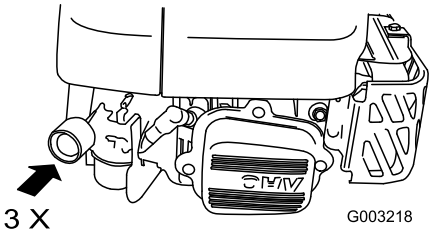

Figur 18
1. Snapsa genom att trycka in knappen ordentligt med tummen tre gånger, och hålla in knappen en sekund vid varje tryckning innan du släpper den igen (Figur 18).